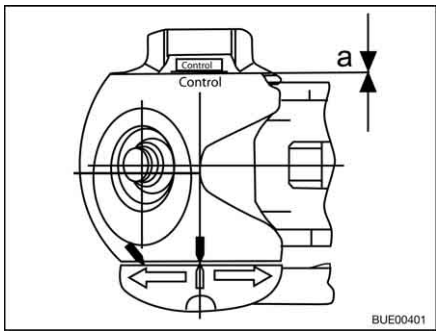

Fig. 197 Friction control
- Distance a = 0 (Fig. 197): Check and, if necessary, replace the friction pads.